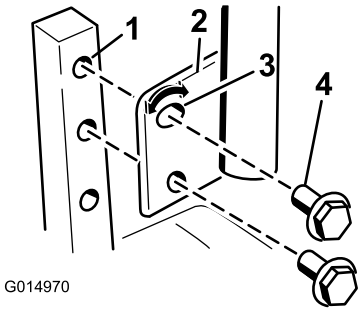

Figuur 24
1. Verwijder de 2 bouten waarmee de rijhendel is bevestigd aan de schacht van de bedieningsarm (Figuur 24).
3. Zet de hendel vast met de 2 bouten (Figuur 24).
2. Draai de onderste bout los totdat u de rijhendel naar voren of naar achteren kunt bewegen (Figuur 24). Draai de moeren aan om de rijhendel vast te zetten in de nieuwe stand.